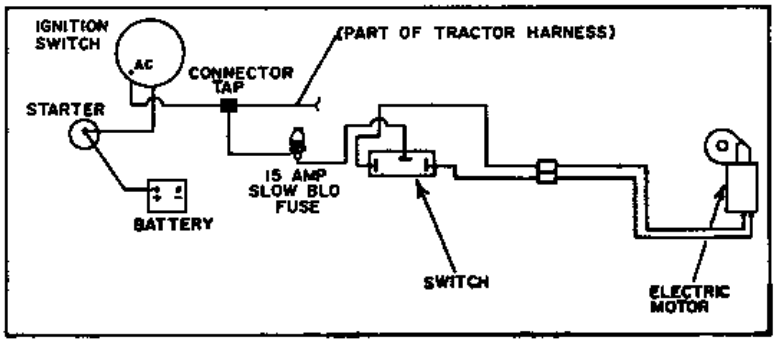

Figure 8
b) Install the adapter (item 1) on the motor shaft and attach motor (item 2) to rotation bracket (item 3) using three 1/4" x 3/4" bolts, lockwashers and flatwashers. Tighten.
c) Insert longest tube end of rotation worm (item 4) over adaptor and into plastic bushing in rotation bracket. Align holes and secure with a 10-24 x 1" capscrew and a nylon lock nut. Tighten securely.
d) Install the assembly over the nozzle base and place the retaining plate (item 5) on underside of nozzle base. Secure using two 1/4" x 3/4" bolts, lockwashers and nuts. Torque to 9-11 lbs.ft.
f) Solder one 18" wire to the side terminal of fuse holder and the other 18" wire to the bottom terminal (see figure 8).
h) Connect one wire from fuse holder to middle terminal of control switch, the other 18" wire to the tractor ignition switch (see figure 8).